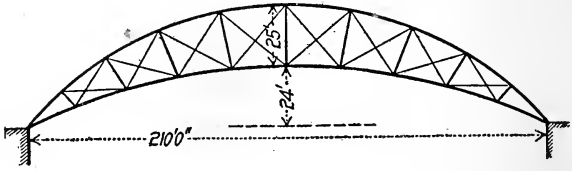

Fig. 6.
2. Determine graphically the stresses in the members of the roof truss shown in diagram (Fig. 6), the load, including the weight of the roof, to equal 45 lb. per sq. ft. Trusses to be 24 ft. c. to c.